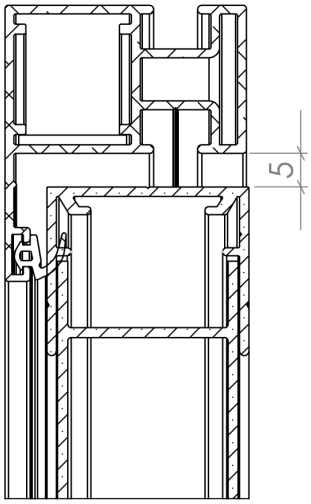

Figure 4.2
2. Réglez le jeu haut en ajustant la hauteur des gonds (Fig. 4.2).